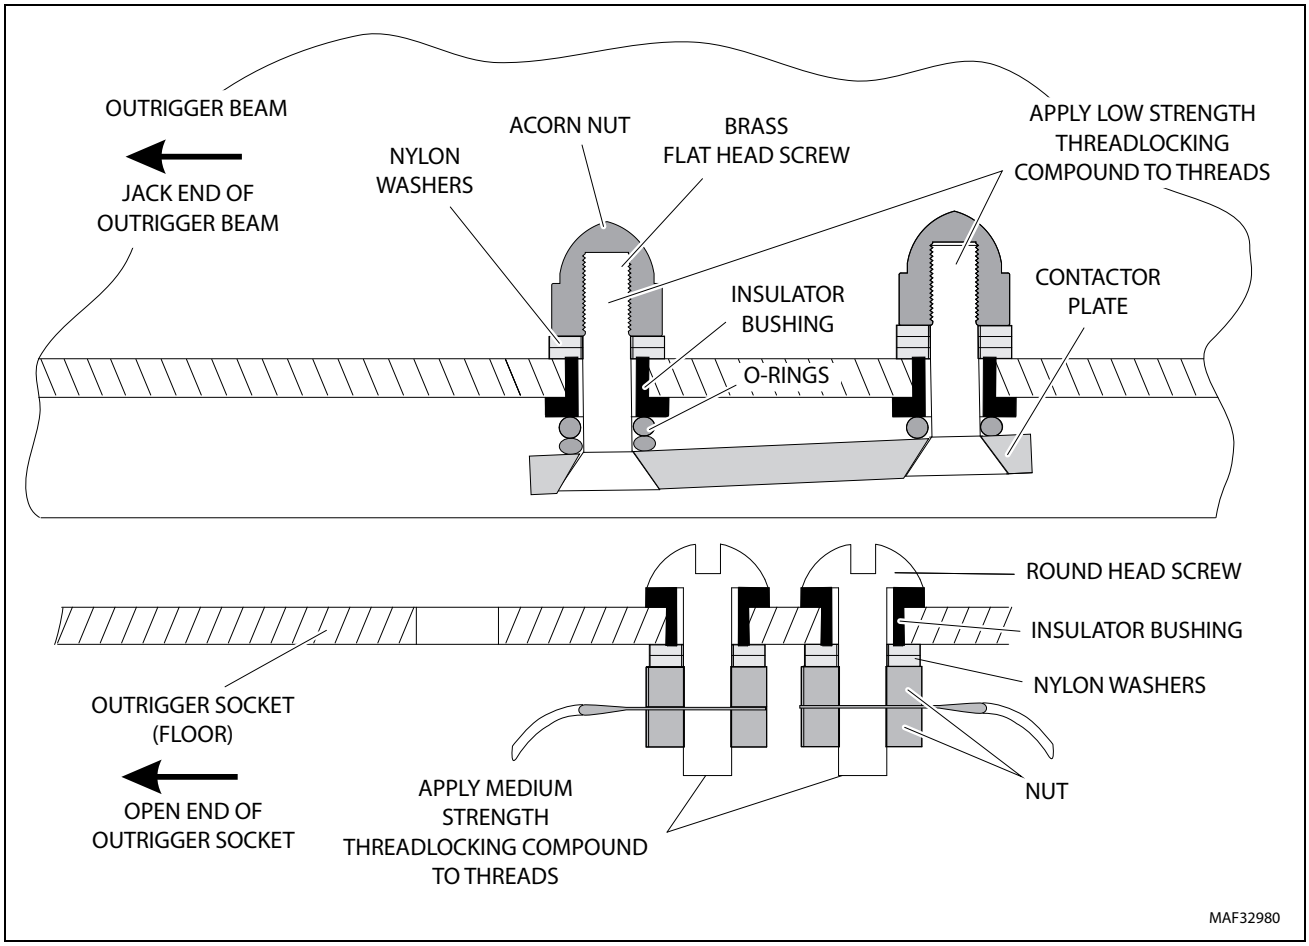

Figure 3-5. Outrigger Socket Contactor Heads and Outrigger Beam
Check for loose wire(s) on contactor screws under outrigger sockets (causing an open circuit).	Properly reinstall wire to contactor screw per Figure 3-5. and instructions in Section 3.6, Outrigger Interlock Contacts.
Check for loose wire(s) on contactor screws under outrigger sockets (causing an open circuit).	Properly reinstall wire to contactor screw per Figure 3-5. and instructions in Section 3.6, Outrigger Interlock Contacts."
It is very important that the outrigger interlock contacts located on the bottom surface inside the outrigger sockets of the base frame, and the contactor plate on the bottom of each outrigger beam are installed correctly. These parts when installed properly will be insulated from (–) negative ground. Read the following steps and see Figure 3-5. for correct installation. Also see Troubleshooting Tables 3-1 & 3-2. for any reference to possible problems with interlock contacts.
(See Figure 3-5.)
2. Place one (1) #8-32UNC x 5/8 in. long contactor screw through each insulating grommet as shown in Figure 3-5.
3. Install two (2) #8 nylon washers onto contactor screw threads against insulating grommet, on the underside of the outrigger socket.
5. Install one (1) standard #8 brass nut and thread in against nylon washer until insulating grommet just starts to compress.